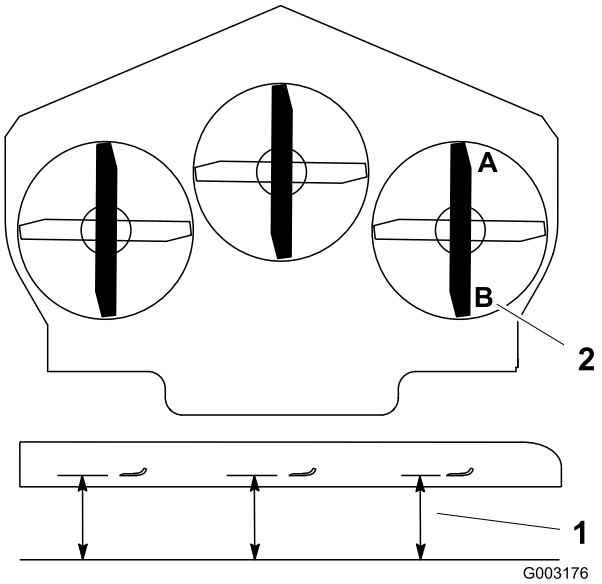

Figur 80
1. Placer højre skærekniv på langs (Figur 80).
2. Mål den højre kniv ved punktet **A** fra en plan overflade til knivspidsens skarpe kant (Figur 80).
4. Mål den højre skærekniv ved punktet **B** fra en plan overflade til skæreknivspidsens skarpe kant (Figur 80).
6. Plæneklipperens skærekniv skal være 6 til 10 mm lavere ved punkt **A** end ved punkt **B** (Figur 80). Hvis det ikke er korrekt, skal du gøre følgende: